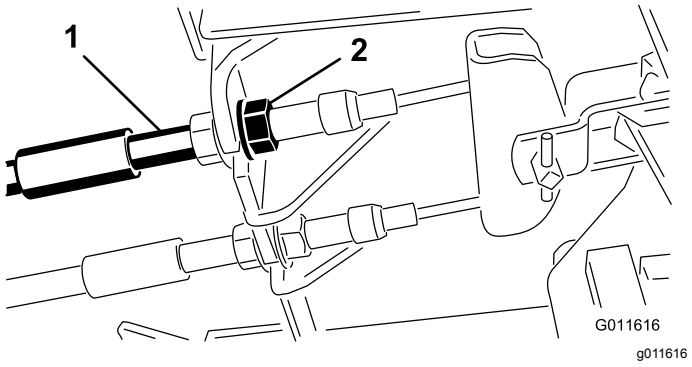

Figuur 63
1. Om de speling op de rempedalen te verkleinen, draait u de remmen vast. Draai hiervoor de voorste moer op het draadeinde van de remkabel los (Figuur 63).